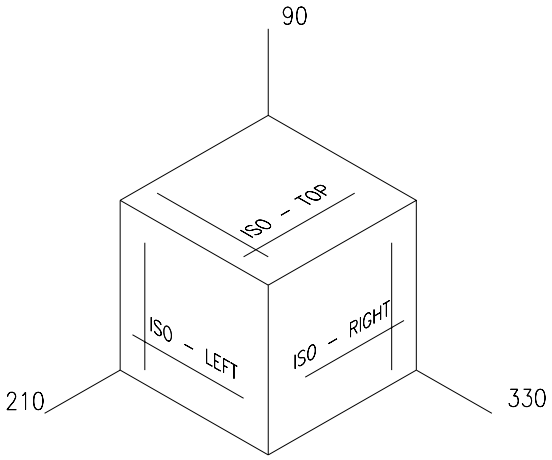

Fig. 8.2
– ***comanda ISOPLANE*** (sau combinația de taste ***<Ctrl/E>***). Comanda permite comutarea pe planele izometrice de lucru. Practic, sunt parcurse circular cele trei plane izometrice (fig. 8.2).